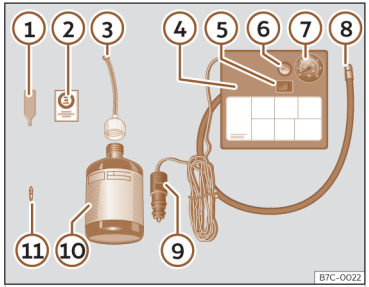

Abb. 230 Prinzipdarstellung: Bestandteile des Pannensets
Das Pannenset befindet sich im Gepäckraum unter dem Bodenbelag. Es besteht aus folgenden Bestandteilen ››› **(Abb. 230)**:
- Ventilkappe und Ventileinsatz vom Reifenventil abschrauben. Verwenden Sie den Ventileinsatzdreher ››› **(Abb. 230)** ① zum Herausschrauben des Ventileinsatzes. Legen Sie den Ventileinsatz auf einem sauberen Untergrund ab.
- Reifenfüllflasche kräftig schütteln ››› **(Abb. 230)** ⑩.
- Einfüllschlauch ››› **(Abb. 230)** ③ auf die Reifenfüllflasche schrauben. Die Folie am Verschluss wird automatisch durchstoßen.
- Verschlussstopfen vom Einfüllschlauch ››› **(Abb. 230)** ③ entfernen und das offene Schlauchende auf das Reifenventil schrauben.
- Ventileinsatz mit dem Ventileinsatzdreher ››› **(Abb. 230)** ① wieder in das Reifenventil schrauben.
- Reifenfüllschlauch ››› **(Abb. 230)** ⑧ des Luftkompressors fest auf das Reifenventil schrauben.
- Prüfen, ob die Luftablassschraube ››› **(Abb. 230)** ⑥ zugedreht ist.
- Kabelstecker ››› **(Abb. 230)** ⑨ in eine 12-Volt-Steckdose des Fahrzeugs stecken ››› **S. 252**.
- Luftkompressor mit dem EIN-/AUS-Schalter ››› **(Abb. 230)** ⑤ einschalten.
- Kleben Sie den Aufkleber ››› (Abb. 230) ② im Sichtfeld des Fahrers auf das Kombi-Instrument.
Schließen Sie den Reifenfüllschlauch ››› (Abb. 230) ⑧ wieder an und lesen Sie den Reifenfülldruck an der Reifenfülldruckanzeige ⑦ ab.